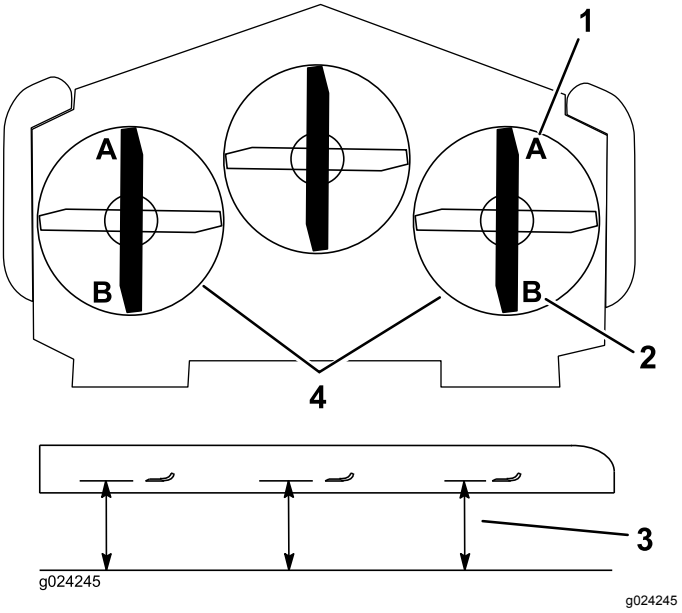

Figur 85
8. Mät från den plana ytan till den främre knivspetsen på däckets båda sidor (position A) enligt Figur 85.
13. Mät från den plana ytan till den bakre knivspetsen på däckets båda sidor (punkt B) enligt Figur 85.